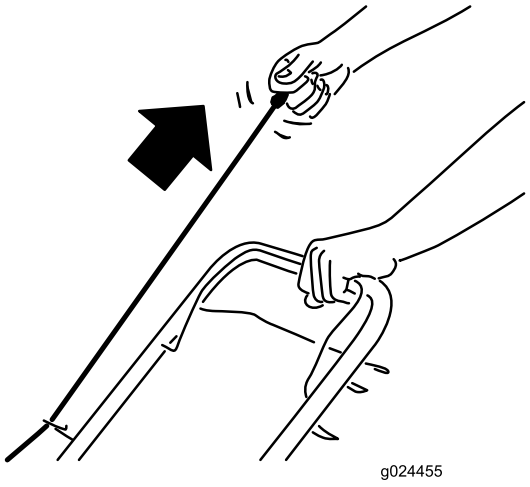

Rysunek 13
2. Pociągnij lekko za uchwyt rozrusznika (Rysunek 13) do momentu, aż wyczujesz opór, a następnie gwałtownie go pociągnij i powoli puszczaj, pozwalając na powrót linki przez prowadnicę.